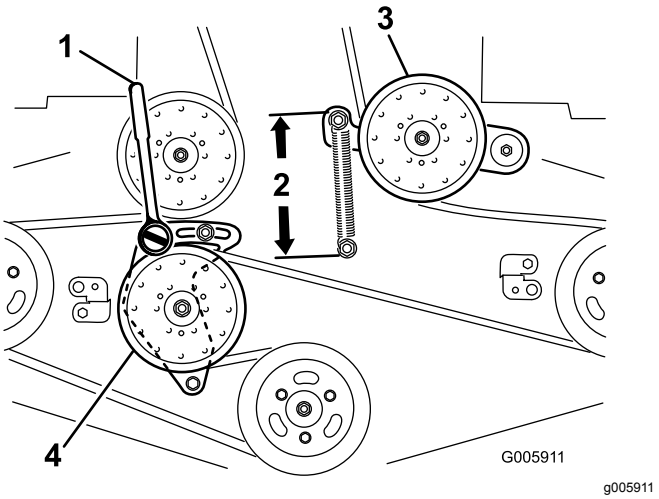

Figur 60
6. Løsn den faste styrearm, og juster den for at mindske remspændingen (Figur 60).
9. Isæt en skralde med en kort udvidelse eller en afbryderbøjle i det firkantede hul i den faste styrearm (Figur 60).
11. For at øge remspændingen skal du dreje skralden eller afbryderarmen mod uret for at flytte den faste styrearm, indtil der er en afstand på 16,5 cm mellem fjederkrogene (Figur 60).